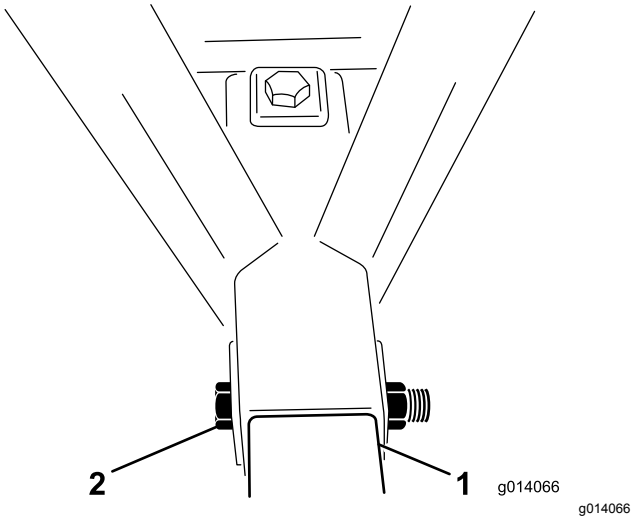

Figur 4
5. Sätt en bult (1 x 6½ tum) genom ramen och dragkroksröret och fäst den med en låsmutter (Figur 4). Dra åt låsmuttern till 976–1 193 N·m.
6. Sätt en bult (1 x 6½ tum) genom ramens överdel, ned igenom dragkroksröret och fäst den med en låsmutter (Figur 4). Dra åt låsmuttern till 976–1 193 N·m.